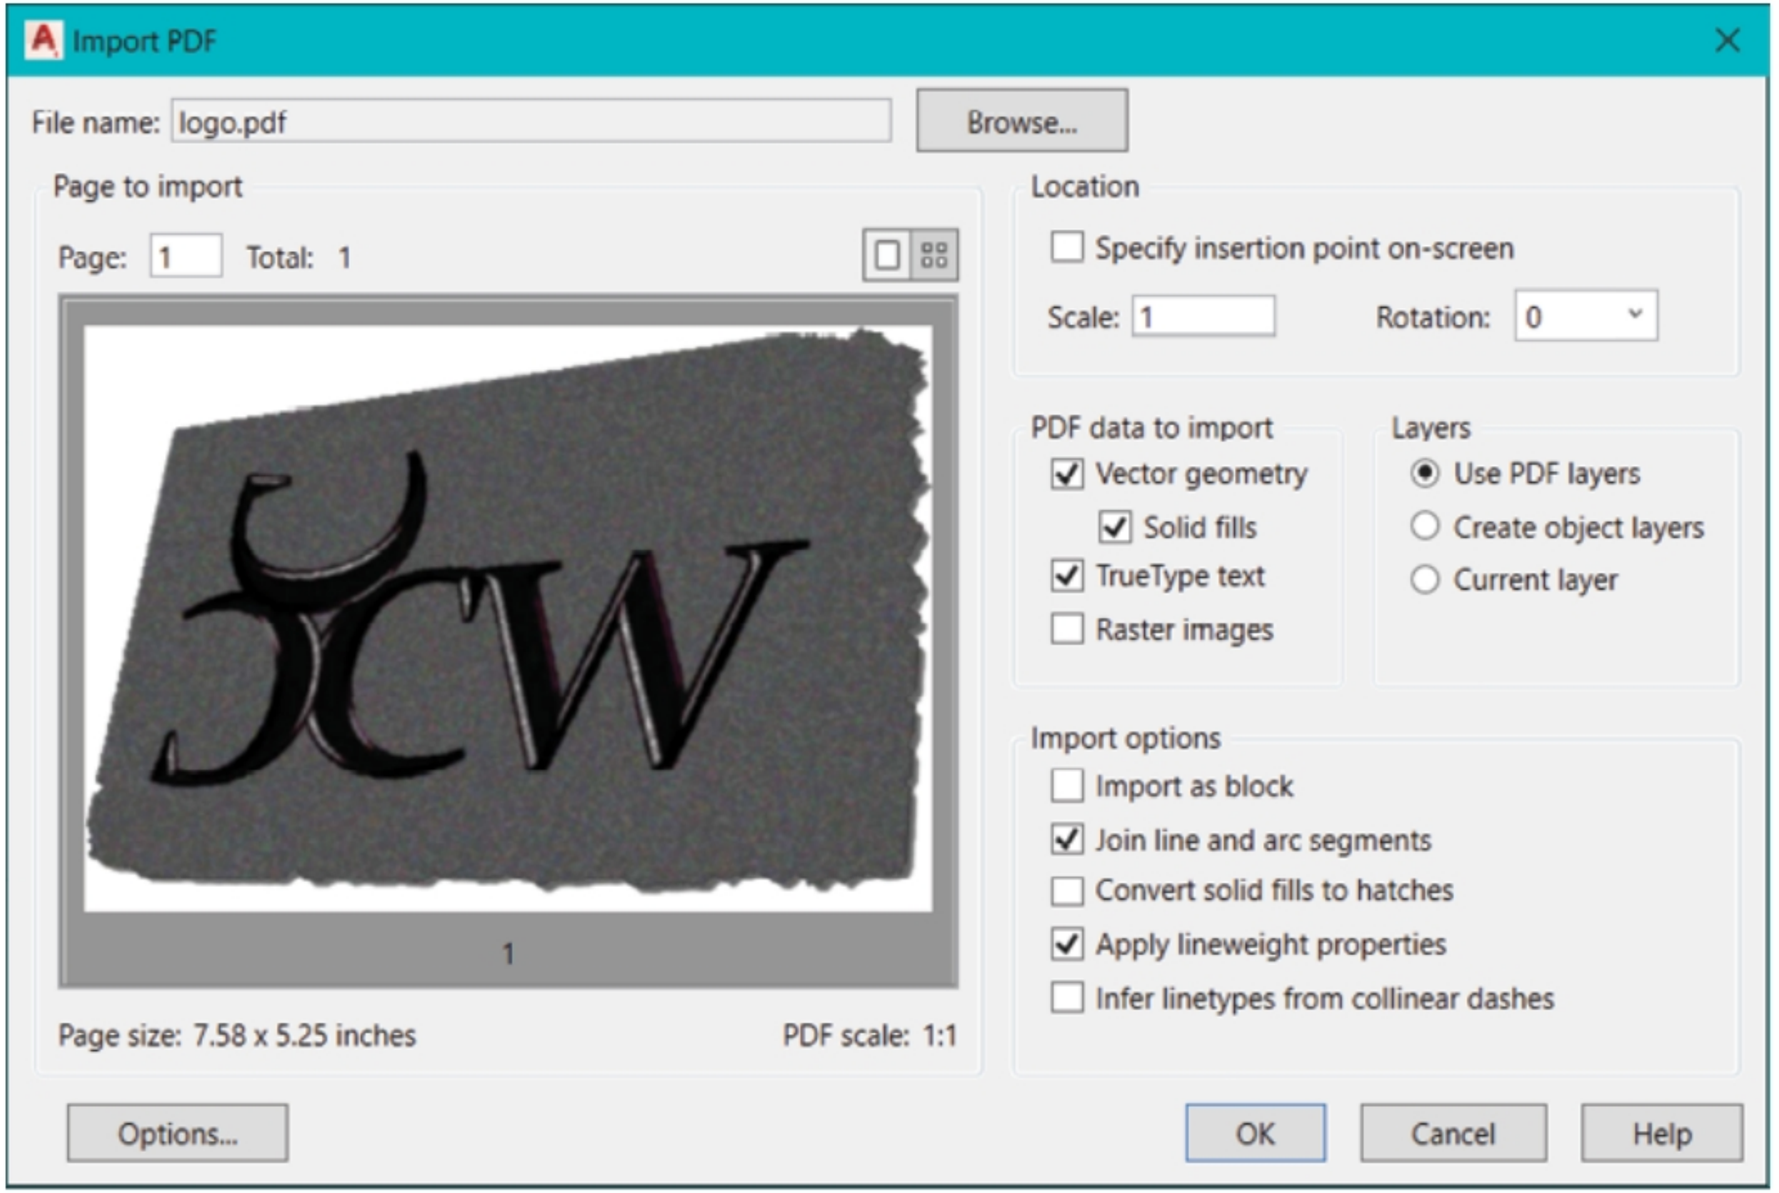

Figure-46. Import PDF dialog box
- Click on the **Close** button from the message box. Depending on the format of file selected for import, you may get a dialog box like in our case; refer to Figure-46 (for importing PDF).